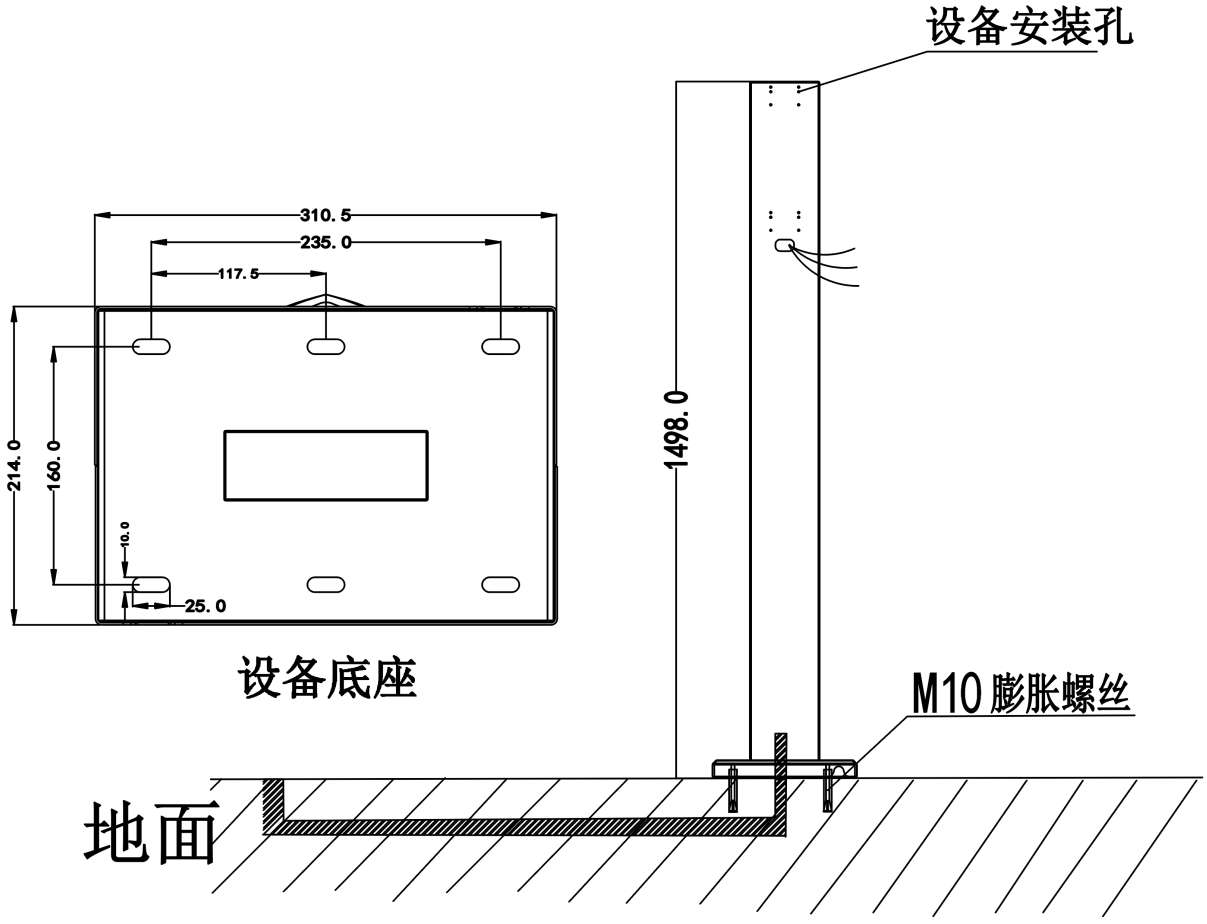

图 5
5、将预留好的电线从立柱中间穿入，安装 6 个膨胀螺丝固定立柱，如图 5。